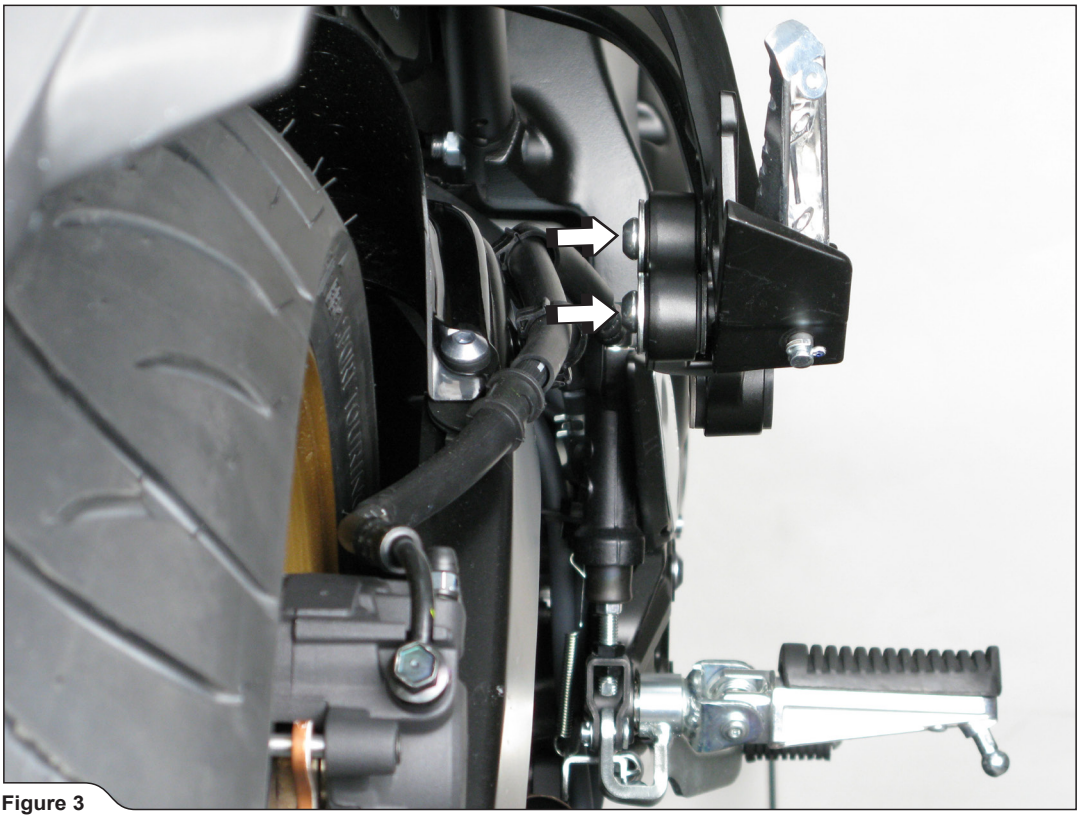

Figure 3
3. Untighten the marked bolts and remove the stock muffler braket off the motorcycle **(Figure 3, 4).**